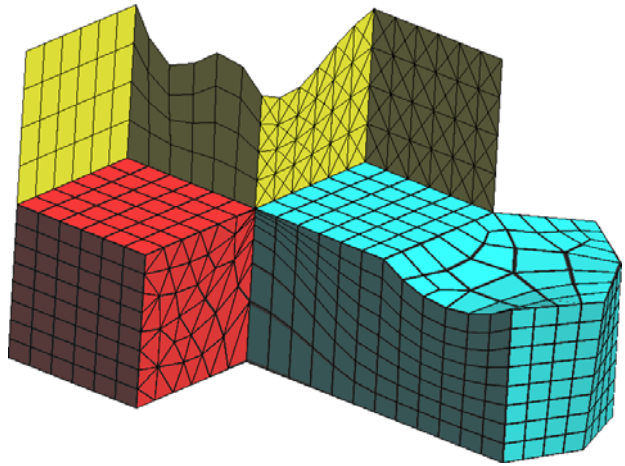

Figure 14. Concentration of elements on lines 3 and 23.
6. Another window appears in which to enter the maximum element size. Leave the default value unaltered. The result is the mesh shown in Figure 14.